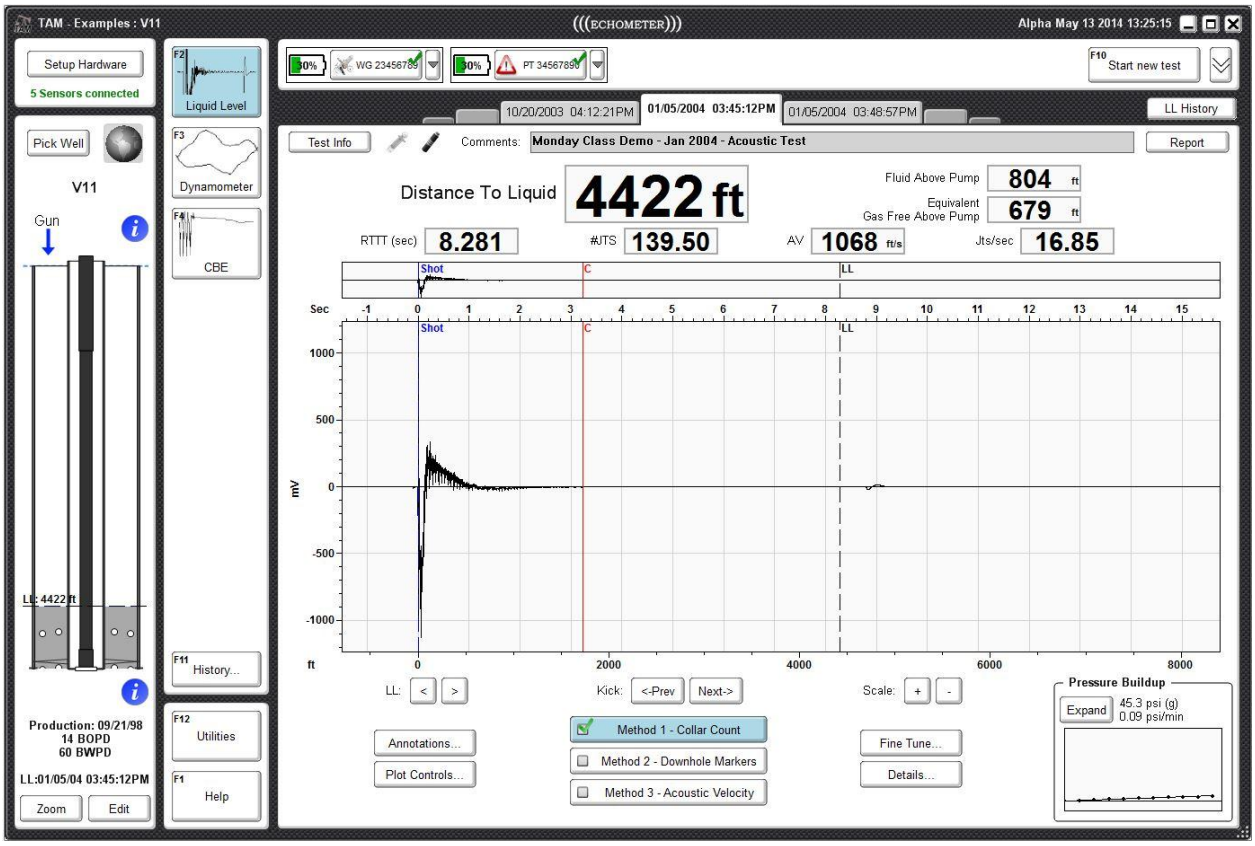

Figure 1: Main LL Analysis Screen
The primary ***Liquid Level (LL)*** analysis screen (Figure 1) shows the acoustic trace and results, such as distance to liquid, acoustic velocity, and fluid above pump at the top of the screen and a detailed wellbore schematic with the corresponding fluid distribution. At the bottom of the screen are buttons used for plot modification and analysis updates.